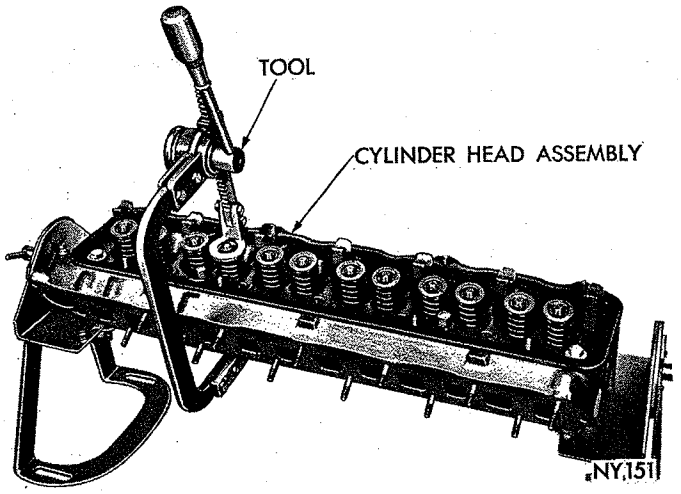

*Fig. 12—Compressing Valve Spring (Tool C-3422A)*
(1) With cylinder head removed, compress valve springs, using Tool C-3422A (Fig. 12).
(2) Remove valve retaining locks, valve spring retainers, valve stem cup seals and valve springs.